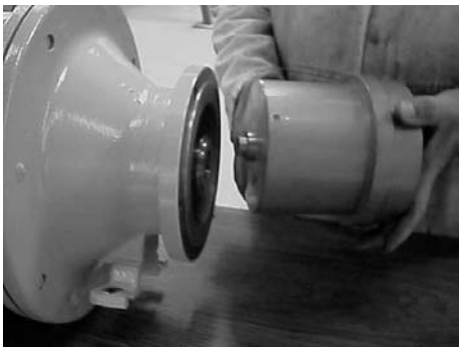

Fig. 19
5.28 Using levers gently loosen from location and remove Outer Magnet Ring (51.51). Care must be taken not to damage machined surfaces. **Fig. 19**